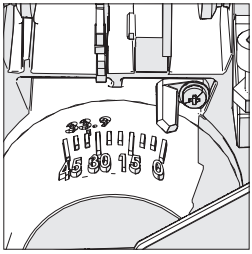

Fig. 8
- Ensure that the cutting head is upright, against its stop and the bevel pointer is indicating 0° on the scale **(Fig. 8)**.